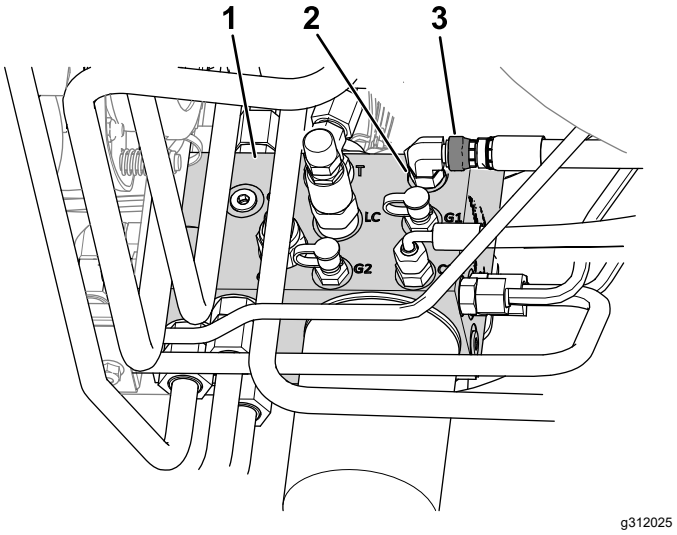

Figur 10
B. Lossa slangens löpmutter som är ansluten till port C1 på hydraulförgreningsröret (Figur 10).